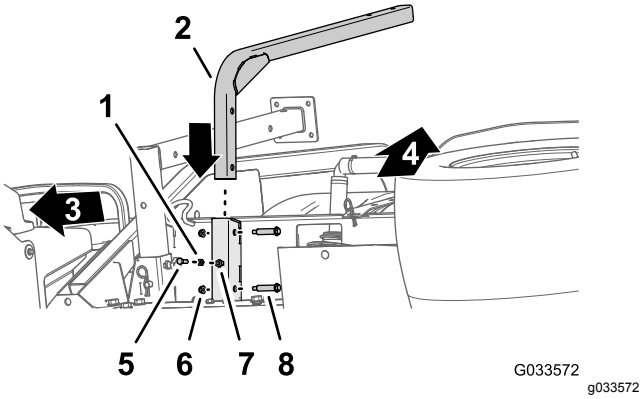

Figur 46
1. Rikta in stödröret till färskvattentanken med tankens stödkanal (Figur 46).
2. Rikta in hålen i stödröret med hålen i kanalen (Figur 46).
3. Fäst röret vid kanalen (Figur 46) med de två ansatsbultarna (½ x 1 15/16 tum) och två flänslåsmuttrarna (5/16 tum).
5. Gänga på kontramuttern (5/16 tum) på skruven (5/16 x 1 tum) enligt Figur 46.
6. Gänga i skruven (5/16 x 1 tum) och kontramuttern i svetsmuttern längst ned på tankstödskanalen och dra åt skruven och kontramuttern för hand (Figur 46).